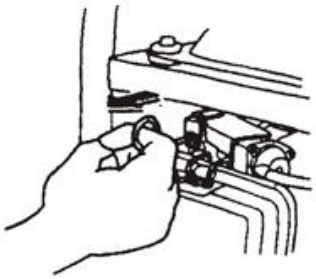

Рис. 23
4.4 Встановіть рукоятку дроселя у позицію "OFF" (Рис. 23).